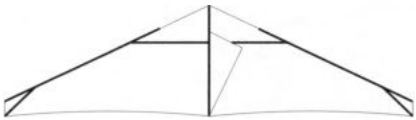

Abb. 3: Delta mit Segellatten und 130° Nasenwinkel (M. Powell)
10. Das Auftriebsverhalten kann durch Veränderung des Streckungsverhältnisses verändert werden. Vergrößere ich die Spannweite bei gleicher Höhe, bekomme ich mehr Auftrieb; der Delta wird aber schwieriger zu stabilisieren sein. Meistens wird noch zusätzlich die Schleppkante konkav geschnitten, um das Flattern zu unterbinden. Da jetzt ein Stabilisierungselement weniger vorhanden ist, wird der Delta immer nervöser auf Windänderungen reagieren. Je größer das Streckungsverhältnis wird, desto wichtiger werden somit perfekte Symmetrie und exakter Schwerpunkt. Auch der Anleinpunkt (sprich der Kiel) muß auf den Millimeter genau sitzen. So sind dann Superleichtwinddeltas mit einem Nasenwinkel bis zu 130° möglich. Da bei einem großen Streckungsverhältnis die Drachenflügelspitzen immer schlanker werden, kommt irgendwann der Punkt, wo das anteilige Gewicht des Leitkantenstabes mit der entsprechenden Segelfläche größer als der daraus resultierende Auftrieb ist. Hier empfiehlt es sich, die Spitzen parallel zum Kielstab zu kappen und die entstandene neue Spitze mit einer Segellatte zu stützen (Abb. 3).